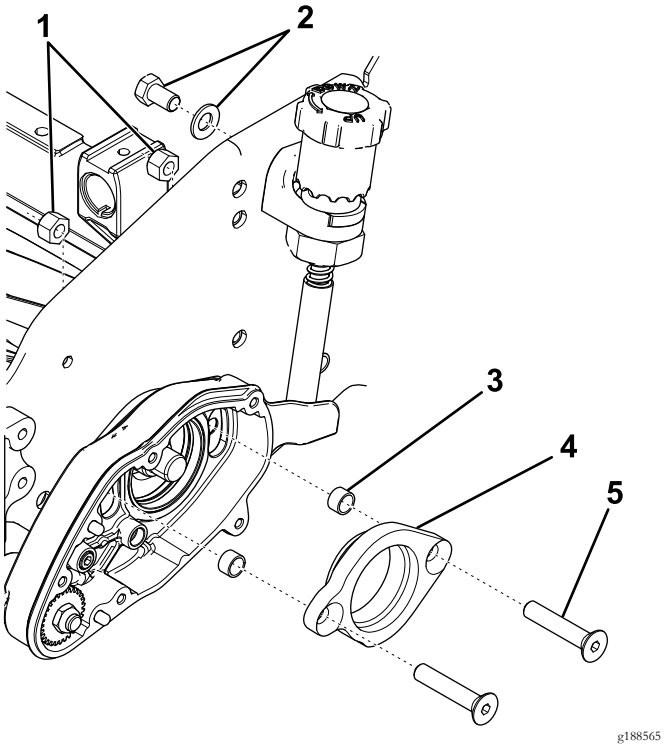

図 3
6. 調整ノブをサイドプレートに固定しているボルトとワッシャを外す図 3。
7. グルーマハウジングから平頭ねじ、ロックナット、ベアリングアダプタを外す図 3。
8. スペーサを外して捨てる図 3。